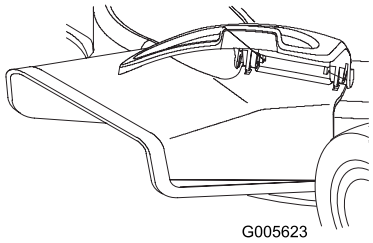

Figur 27
2. Løft op i sideåbningsdækslet (Figur 27).
3. Skub slisken ind over åbningen, således at rillerne i slisken er rettet ind efter tapperne under dækslet (Figur 27).